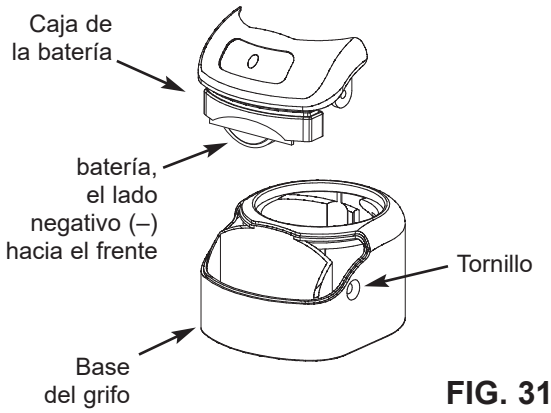

FIG. 31
1. Retire el tornillo en el lado derecho de la base del grifo. Vea la Fig. 31.
2. Desde el frente de la base del grifo, empuje hacia arriba la caja de la batería hasta que se desprenda de la base del grifo. Vea la Fig. 31.
5. Vuelva a instalar la caja de la batería y apriete firmemente el tornillo de montaje. Vea la Fig. 31.